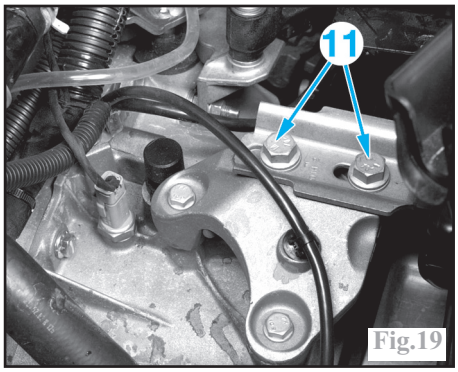

Fig.19
Déposer les vis supérieures (11) du support moteur-boîte côté boîte de vitesses (Fig.19).